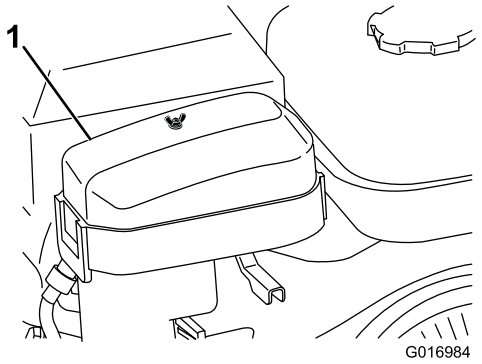

**Figura 28**
2. Retire a porca que fixa a parte superior do filtro de ar e retire a cobertura (Figura 28).